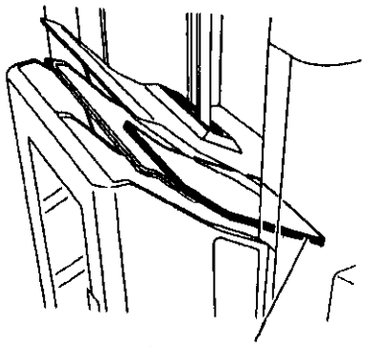

Рисунок 1. Положение копий в лотке верхней ячейки
1. (Рисунок 1) Положите 5 копий формата A4 в лоток верхней ячейки. Проверьте, что все листы копий находятся в переднем углу.